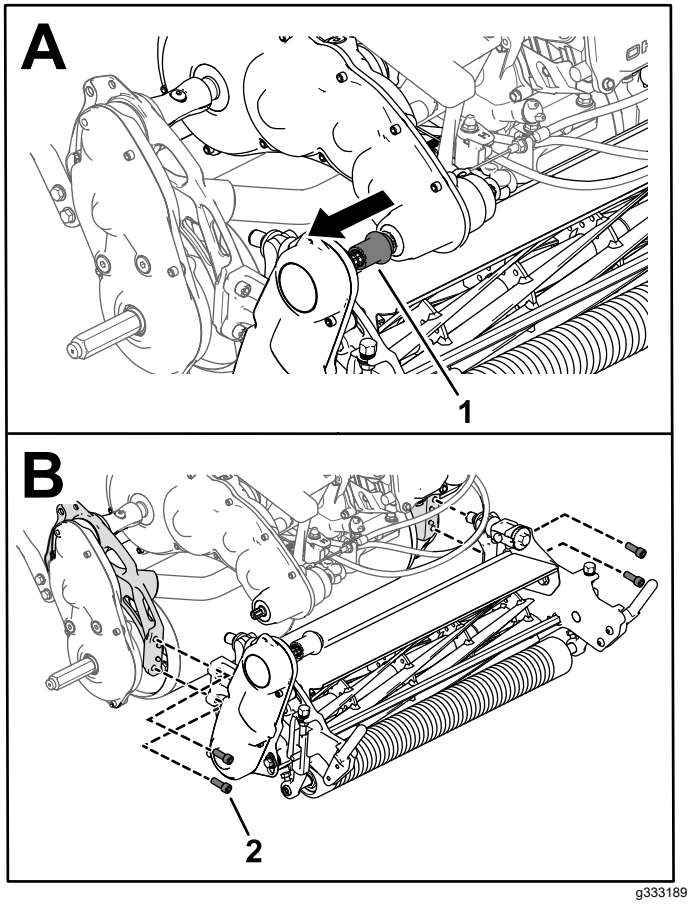

Figur 51
3. Frigjør klippeenhetens drivkobling fra girkassens drivaksel (Figur 51).
4. Fjern de to skruene med innvendig sekskant som fester klippeenheten til rammen (Figur 51).